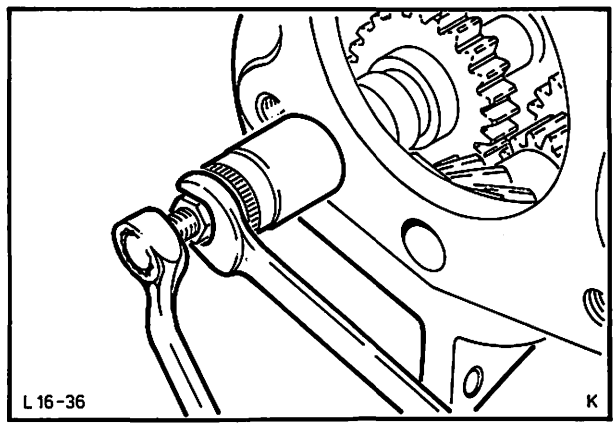

Abb. 94 Zwischenradwelle Rw.-Gang ausbauen
20. Zwischenradwelle – Rückwärtsgang ausbauen. Eine Schraube M8×60 mm ($^5/_{16}$"× 24G) mit montierter Mutter, Scheibe und Stecknuß in die Zwischenradwelle einschrauben. Durch Anziehen der Mutter Welle herausziehen, Abb. 94.